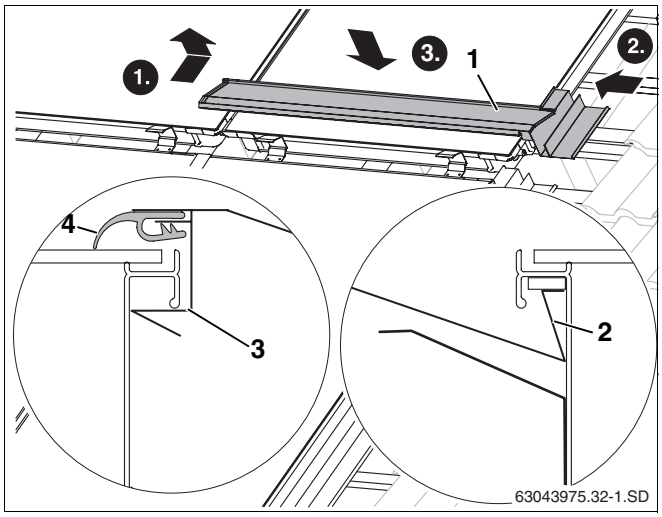

Abb. 51 Erstes mittleres Abdeckblech einlegen
- Aufkantung des Abdeckbleches (Abb. 51, **Pos. 2**) in die Griffmulde des Kollektorrahmens legen.
- Abdeckblech (Abb. 51, **Pos. 1**) an den Kollektor und in das rechte seitliche Abdeckblech einführen.
- Durch Druck oben auf das Abdeckblech rastet das Blech unter die Griffmulde des Kollektorrahmens (Abb. 51, **Pos. 3**).
- Die Gummilippe (Abb. 51, **Pos. 4**) oben auf den Kollektor legen und vorziehen.